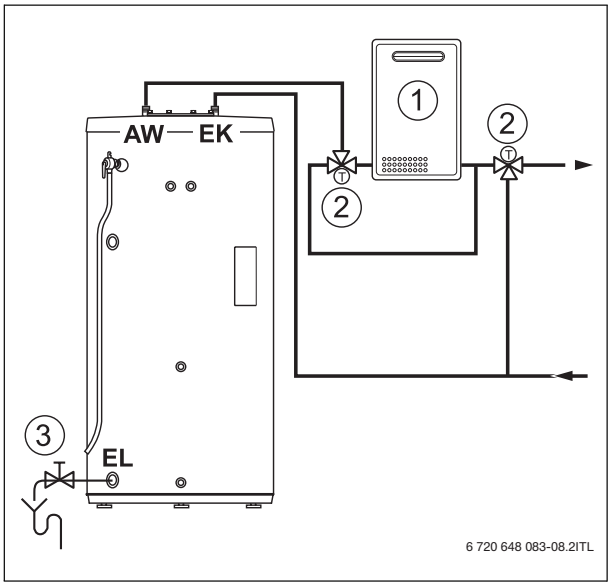
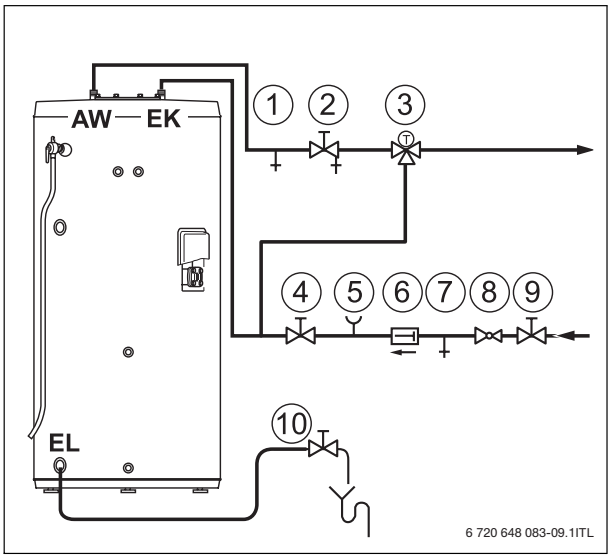

Fig. 12 Connection diagram on the DHW side when using an external water heater
Fig. 13 Connection diagram on the DHW side when using the internal electric heating element (no external water heater)
- ▶ To limit the temperature at the tap to a maximum of 122 °F (50 °C), install a thermostatic hot water mixer (accessory) in the hot water line (→ Fig. 12 , [2]) and Fig. 13 , [3]).